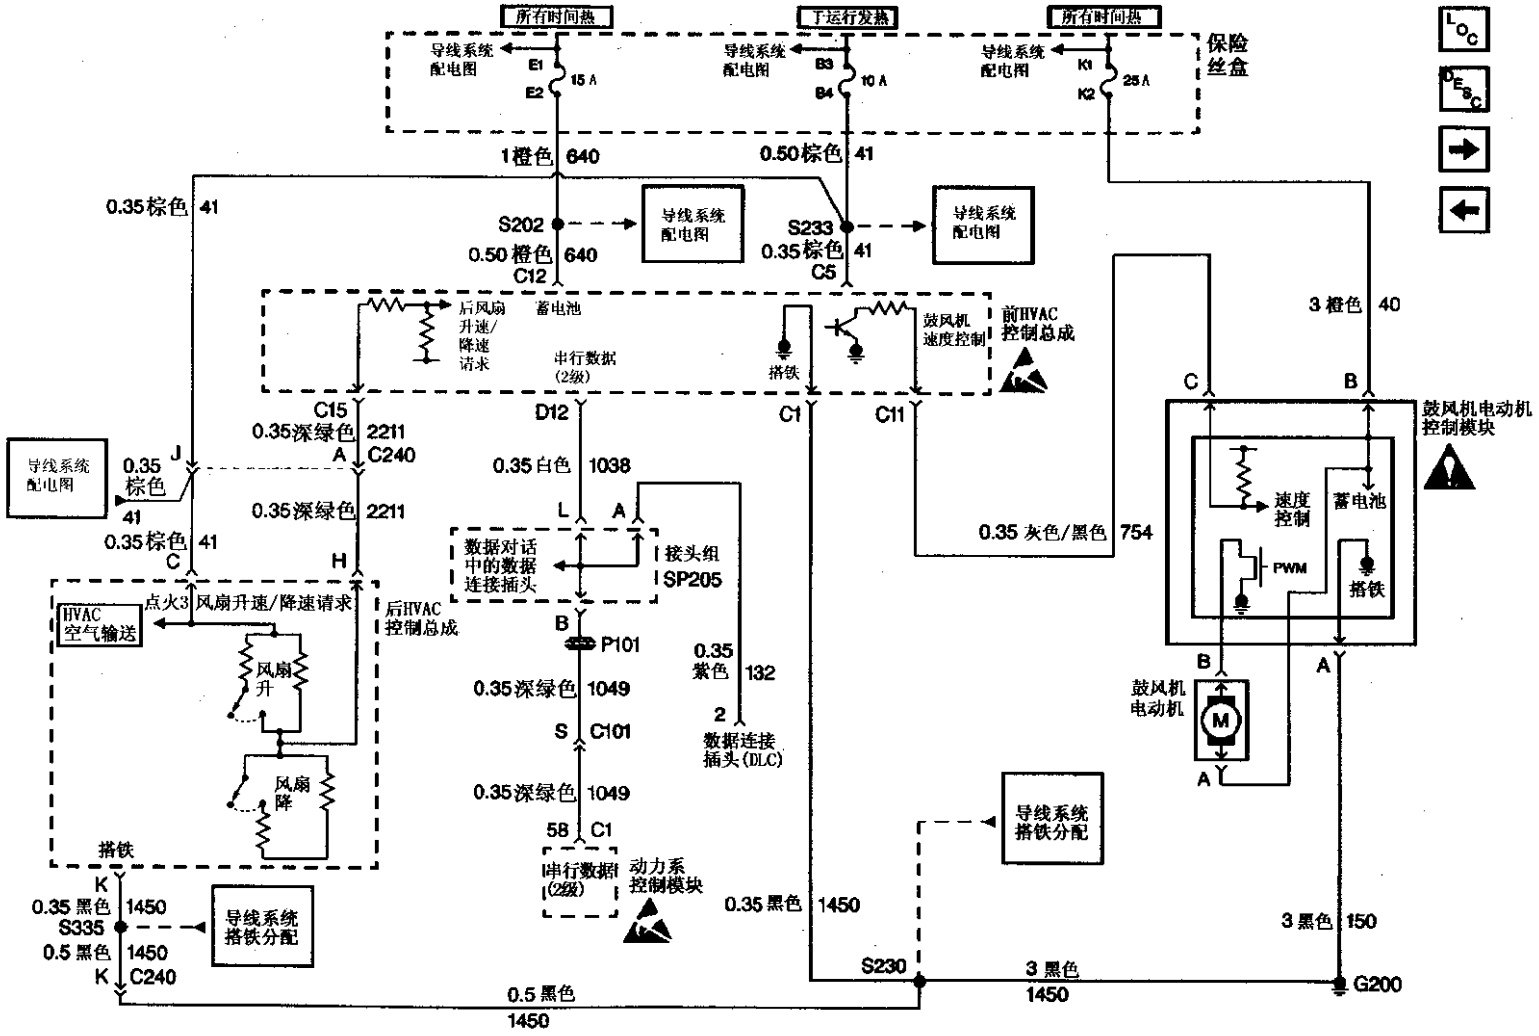

图 8 - 3　HVAC控制总成、鼓风机电动机电阻器和鼓风机电动机（CJ 4）
(2) HVAC压缩机控制电路（见图8－4、图8－5)。发动机经空调压缩机离合器带动压缩机工作。在空调控制器或暖风控制模式工作时，PCM获得一蓄电池电压。该电压信号通知PCM空调压缩机应启动。通常，PCM向空调压缩机控制继电器线圈提供搭铁，使继电器通电，电压通过继电器中心保险丝施加在空调压缩机离合器上，离合器被接合，压缩机工作。